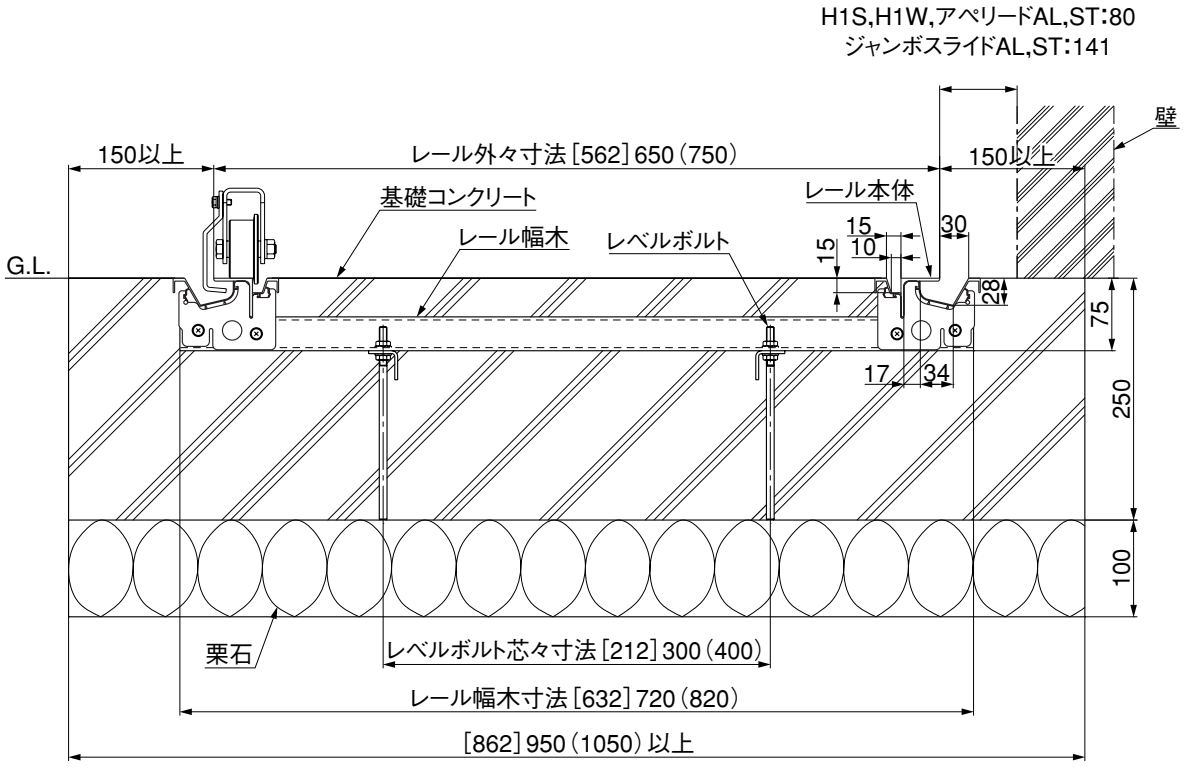

図1-1
- レベルボルトM8×200は基準寸法から−6mm〜＋15mmの範囲で調整できます。(「1.レールの納まり(断面)」の図1-1参照)